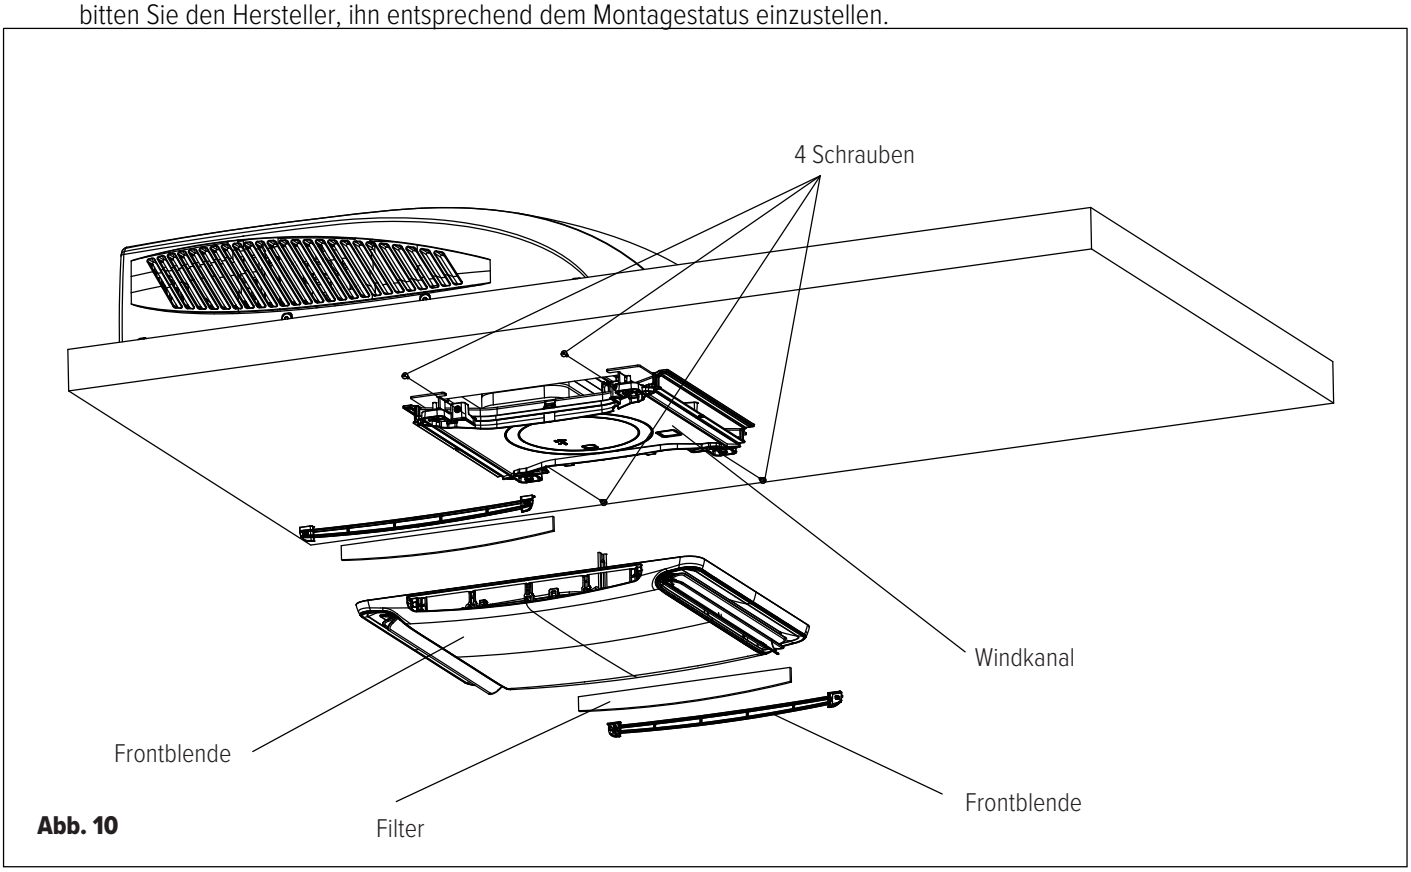

Abb. 10
2. Befestigen Sie das Deckengitter mit 4 Schrauben am Windkanal der Deckenmontage. (siehe Abbildung 10).